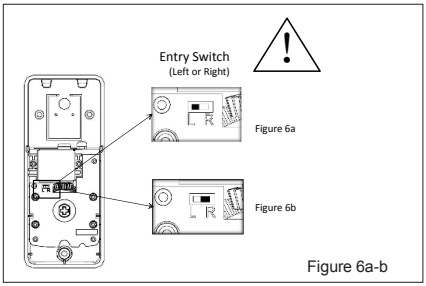

Figure 6a-b
a. Gently move the switch to “L” for Left Handed Door (Figure 6a).